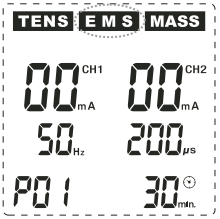

Abb. 6
Drücken Sie die Taste ⑧ (E) zur Auswahl des EMS-Modus. Der EMS-Modus wird aktiviert und im Display erscheint eine Anzeige wie in Abb. 6: Das Gerät befindet sich nun im Programm 1 (P01) des EMS-Modus (EMS oben in der Mitte des Displays blinkt). Im EMS-Modus gibt es insgesamt 20 Programme (11 vorprogrammierte Programme P01 - P11 sowie 9 individuelle Programme U1 - U9 , deren Parameter vom Anwender selbst eingestellt werden können (siehe Programmtabellen Seite 23). Drücken Sie im EMS-Modus wiederholt die Taste ⑥ (P/II), um nacheinander zunächst die Programme P01 - P11 und dann die Programme U1 - U9 aufzurufen. Nach dem Programm U9 beginnt die Reihenfolge wieder von vorne mit P01, P02 etc.